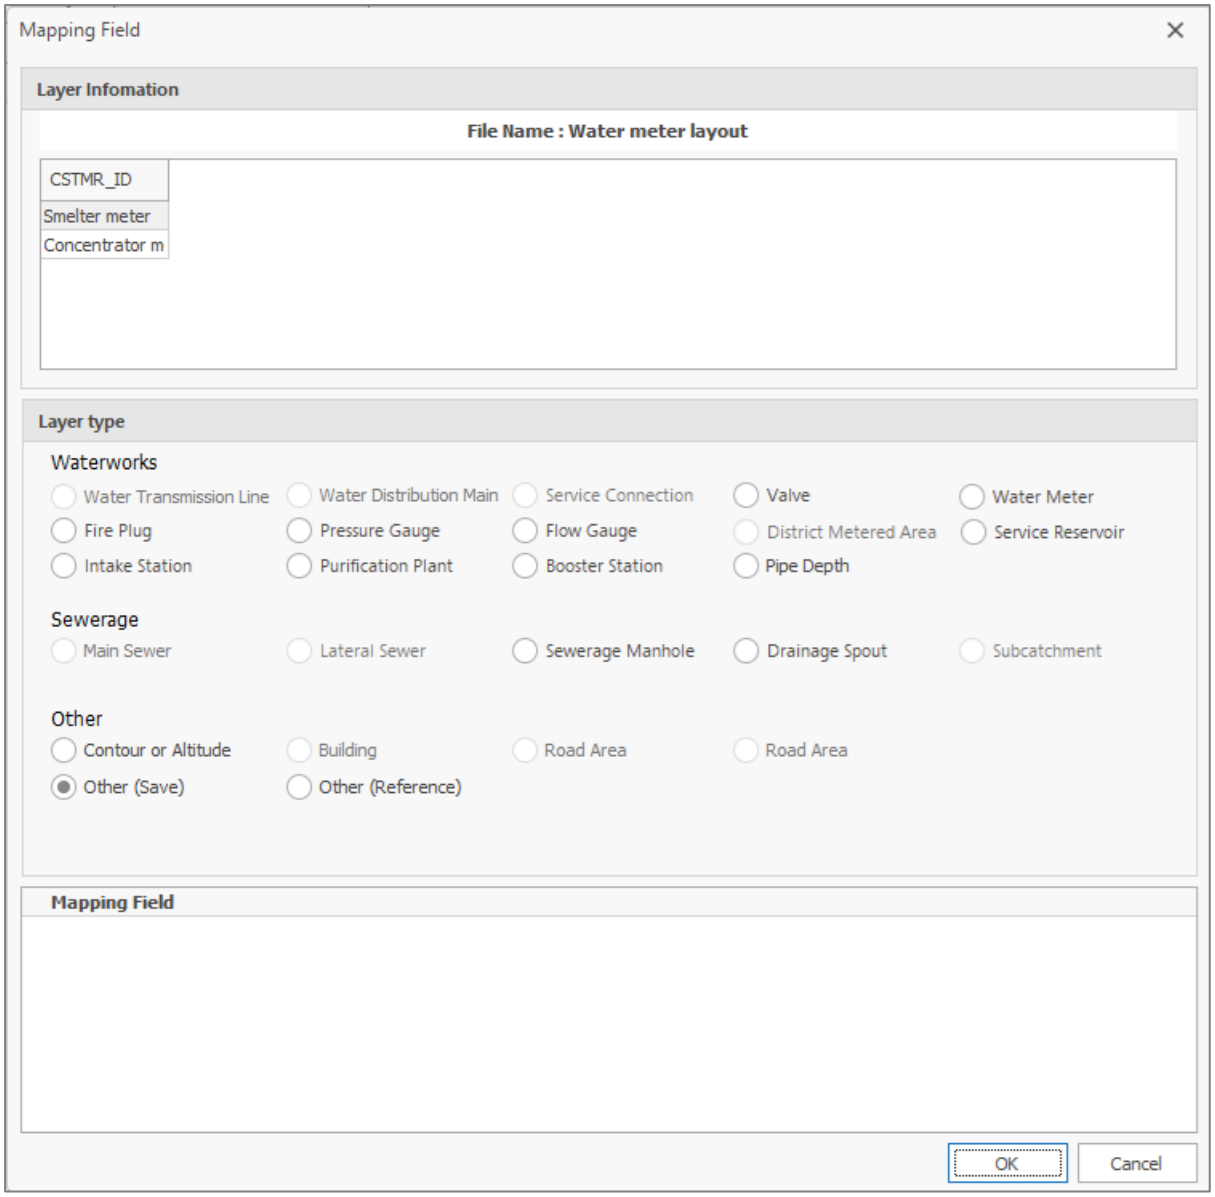

Figure 9-1: Mapping field type selection
- Select and open the file and choose the geometry type (Waterworks, Sewer or Other), as shown in **Figure 9-1**.